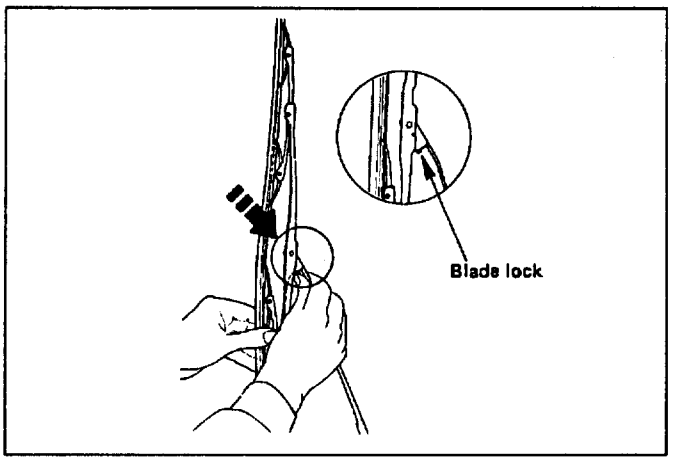

Fig. 8-278
- Push the wiper blade lock while pulling the wiper blade in the arrow direction. (Fig. 8-278)